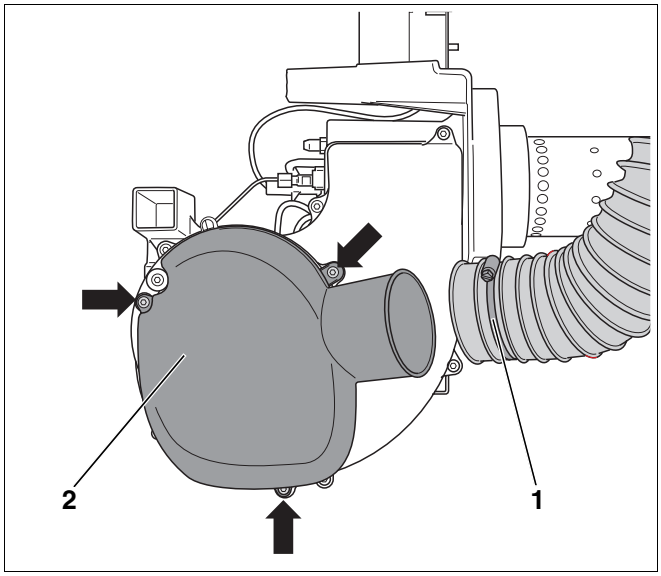

Rys. 28 Demontaż tłumika dźwięków ssania
- Odkręcić opaskę zaciskową (rys. 28, **poz. 1**) na wężu doprowadzającym powietrze do spalania (przy pracy niezależnej od powietrza z pomieszczenia zainstalowania).
- Odkręcić śruby mocujące (rys. 28, **strzałki**) i wyjąć tłumik dźwięków ssania (rys. 28, **poz. 2**).
- Ponownie zamocować pokrywę koła dmuchawy (rys. 29) i tłumik dźwięków ssania (rys. 28, **poz. 1**).
- Poluzować opaskę zaciskową (rys. 28, **poz.** 1) i odłączyć wąż ssący.